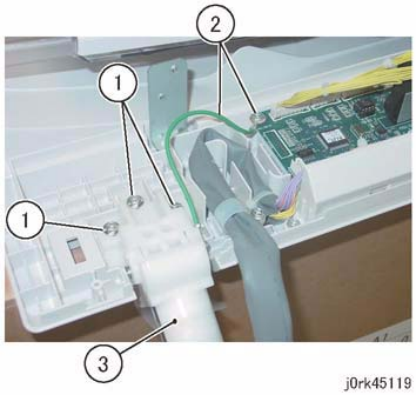

Figure 2 Right Counter Balance Removal
5. Remove the Right Counter Balance. (Figure 2)